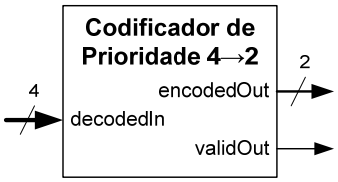

Figura 13 – Interface de codificador de prioridade.
1. Construa no seu *log book* a tabela de verdade de um codificador de prioridade 4→2 com indicação de saída válida. A interface deste componente é apresentada na Figura 13.